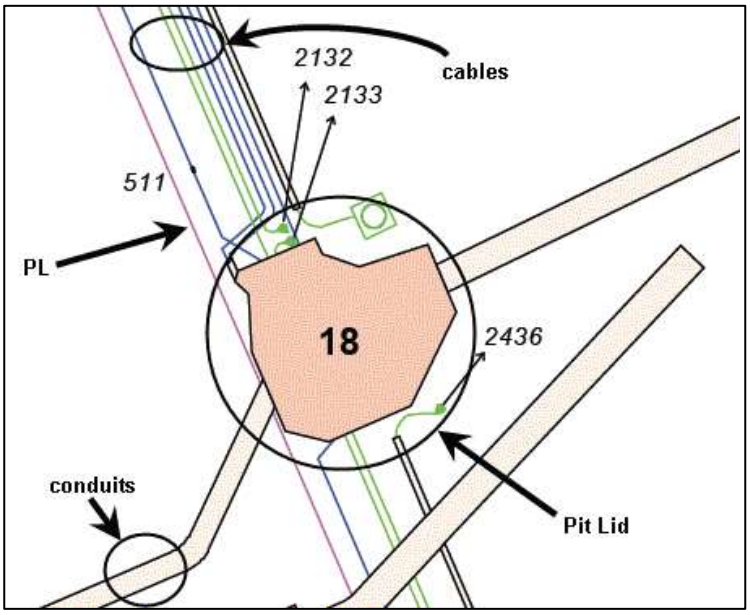

Figure 8
Underground **"pits"** are numbered on Ausgrid plans, positioned relative to the **"property line" (PL)**, and can be found on either the footpath (nature strip) or the road (see figure 8).